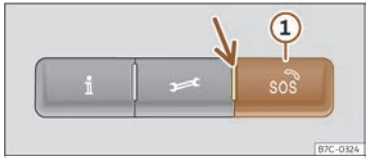

Fig. 40 En la consola del techo: mandos para los servicios de voz
Pulsando las teclas , y SOS ››› **fig. 40**, se pueden ejecutar los siguientes servicios de voz:
En el mando hay un testigo de control ››› **fig. 40** (flecha). Indica los siguientes estados:
1. Mantenga presionada la tecla de llamada de emergencia durante unos segundos ››› fig. 40 ①.
Dependiendo del equipo y el país, el vehículo puede estar equipado con un sistema de llamada de emergencia. En algunos países, el sistema gratuito de llamada de emergencia público está activado por defecto. El elemento de control se encuentra en la consola del techo ››› **fig. 40**.